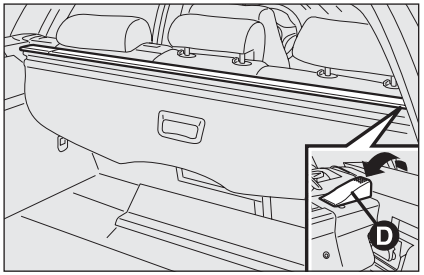

rys. 22 A0E0280m
UWAGA Aby wyjąć zasłonę zwinąć ją i sprawdzić, czy także siatka oddzielająca wnętrze kabiny (dla wersji/ rynków, gdzie przewidziano) zwinęła się (patrz rozdział następny), a następnie podnieść do góry dźwignię **D-rys. 22**. Podnieść i wyjąć zasłonę z bagażnika.
- ❒ przytrzymując dźwignię **D-rys. 22** podniesioną włożyć zasłonę do odpowiedniego gniazda z prawej strony;